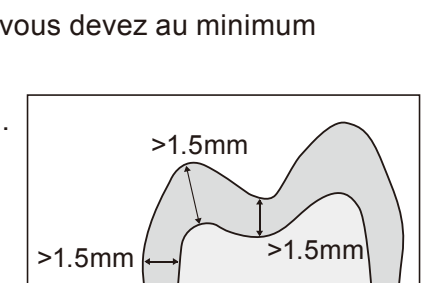

Fig. 1
- L'épaisseur minimale de la paroi doit être de 1.5 mm, 1.0 mm au niveau des marges. Préparez les marges avec un chanfrein profond ou un épaulement arrondi. (Figure 1)